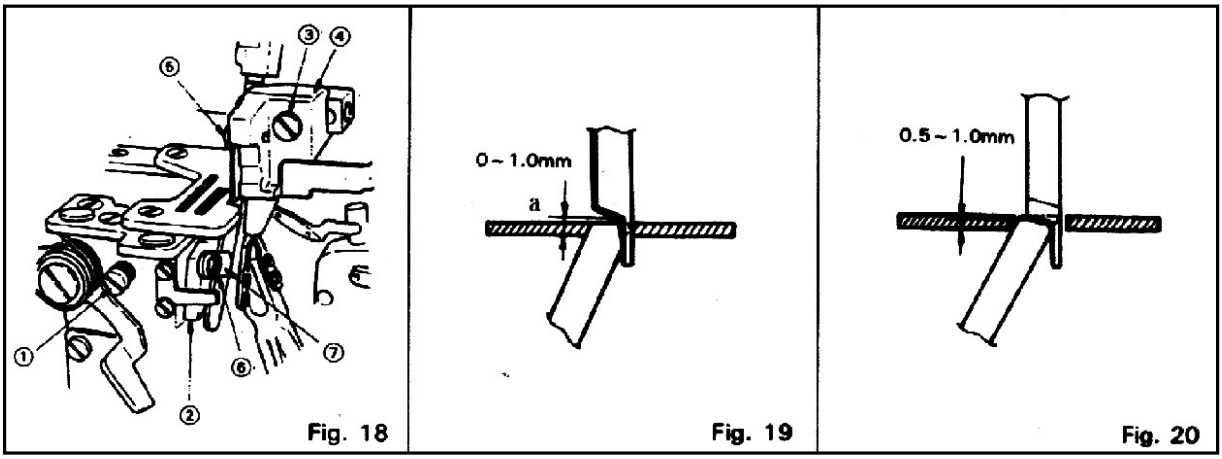

Fig. 18 Fig. 19 Fig. 20
- Ослабить винт **1** (см. рис. **Fig. 18**), и сместить держатель **2** неподвижного ножа до упора влево, затем установочный винт **1** предварительно затянуть.
- Ослабить винт **1** (см. рис. **Fig. 18**), и сместить держатель **2** неподвижного ножа до упора влево, затем винт **1** предварительно затянуть.